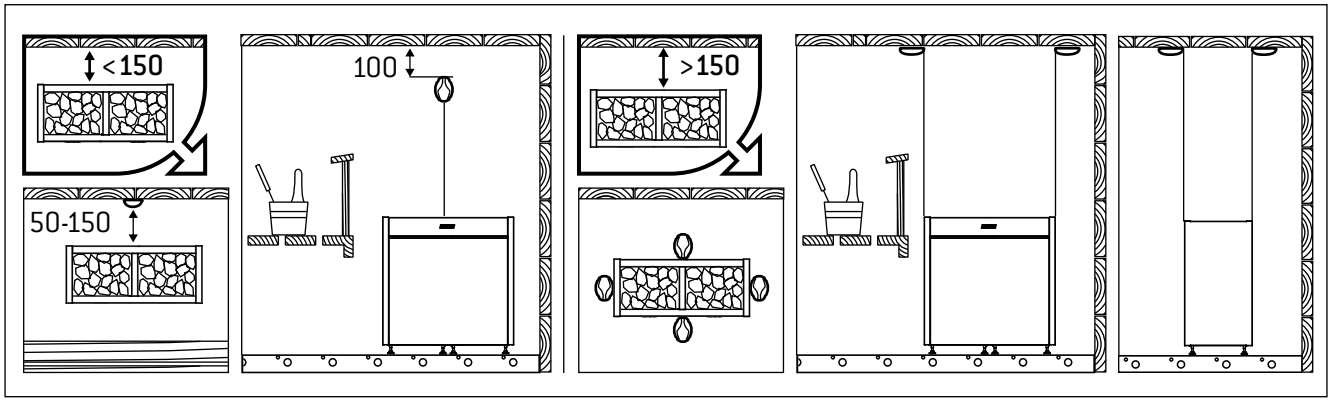

Рисунок 7. Установка температурного датчика (все размеры приведены в миллиметрах)
- Установите температурный датчик на стену сауны, как показано на рис. 7. При установке каменки от стены далее, чем 150 мм, датчик должен быть установлен на потолке.